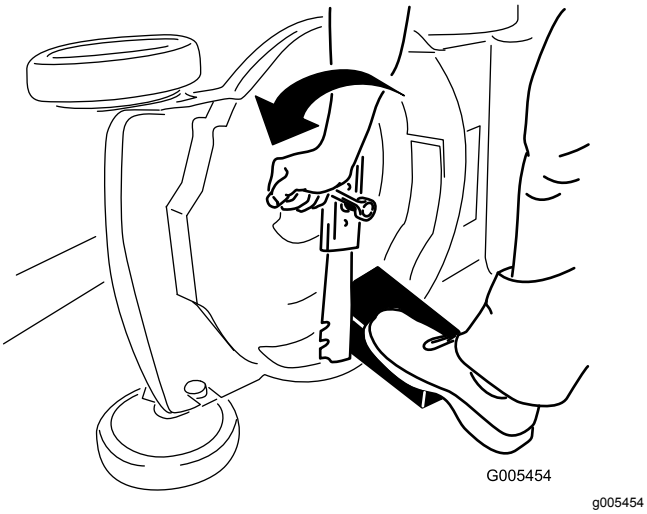

Figur 24
3. Håll kniven stilla med hjälp av en träkloss (Figur 24).
4. Ta bort kniven och spara alla monteringsdelar (Figur 24).